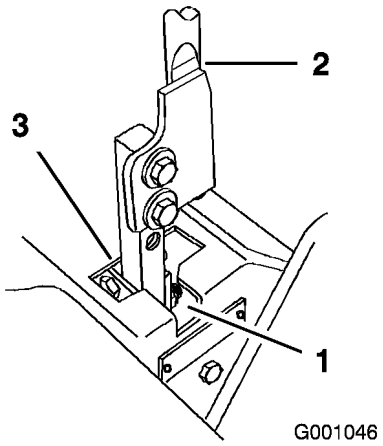

Figur 60
5. Flytta spaken till neutralläget, men lås inte fast den (Figur 60).
6. Dra spaken bakåt tills sprintbulten (på armen nedanför den vridbara axeln) kommer i kontakt med spårets ände (så att den precis börjar tryckbelasta fjädern) (Figur 60).
7. Kontrollera var rörelsereglaget står i relation till spåret i konsolen (Figur 60). Det ska vara centrerat så att reglaget kan vridas utåt mot det neutrala låsläget.